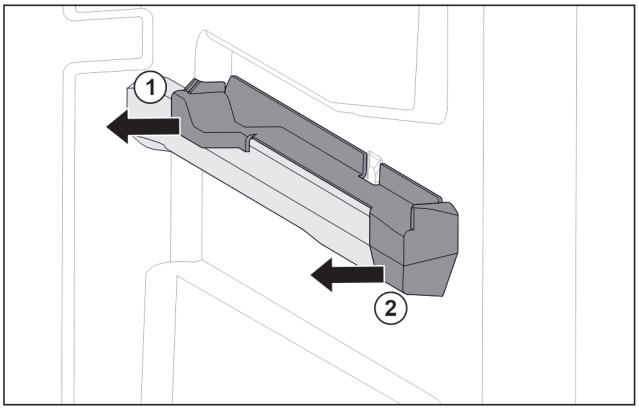

*Fig. 194 Piesă de fixare pe nervura din dreapta a recipientului*
▶ Scoateți piesa de fixare din spate în lateral. *Fig. 194 (1)*
▶ Scoateți piesa de fixare din față în lateral. *Fig. 194 (2)*